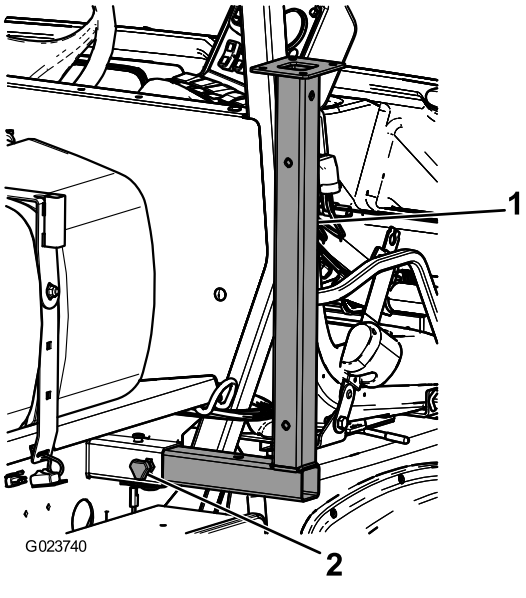

Figur 28
1. För in the främre domkrafterna upp och ned i ramen nära de främre fästpunkterna (Figur 28).